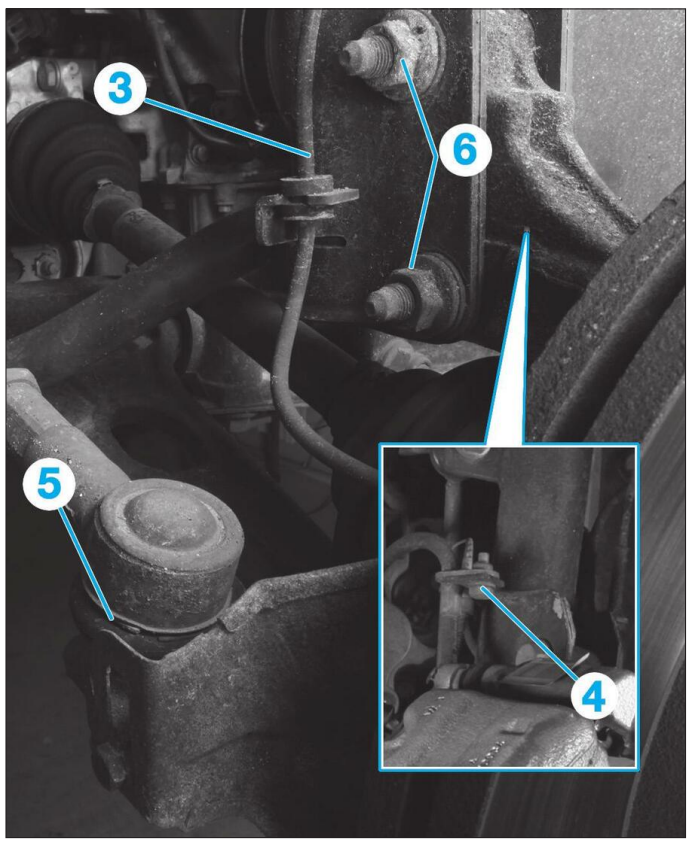

**Fig. 3**
- Dégrafer le faisceau (3) du capteur de roue.
- la vis (4) et écarter le flexible de frein,
- l'écrou de la rotule (5) de direction.
- Déposer les 2 écrous (6) puis les boulons **(Fig.3)**.